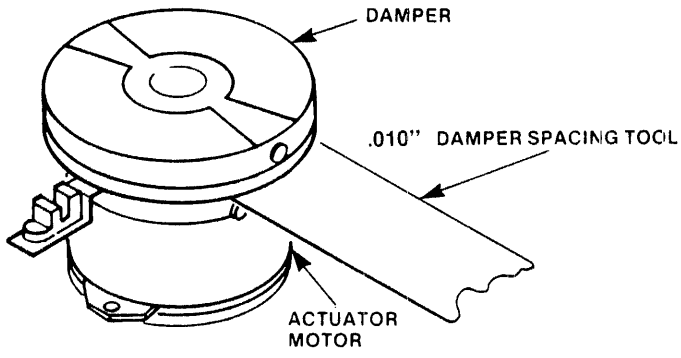

FIGURE 11. DAMPER INSTALLATION
E. Obtain the damper spacing tool (P/N 600548). Place the spacing tool between the damper and the track 000 clamp (see Fig. 11). Slide the damper against the tool and tighten the allen screw. Reinstall the filler screw.